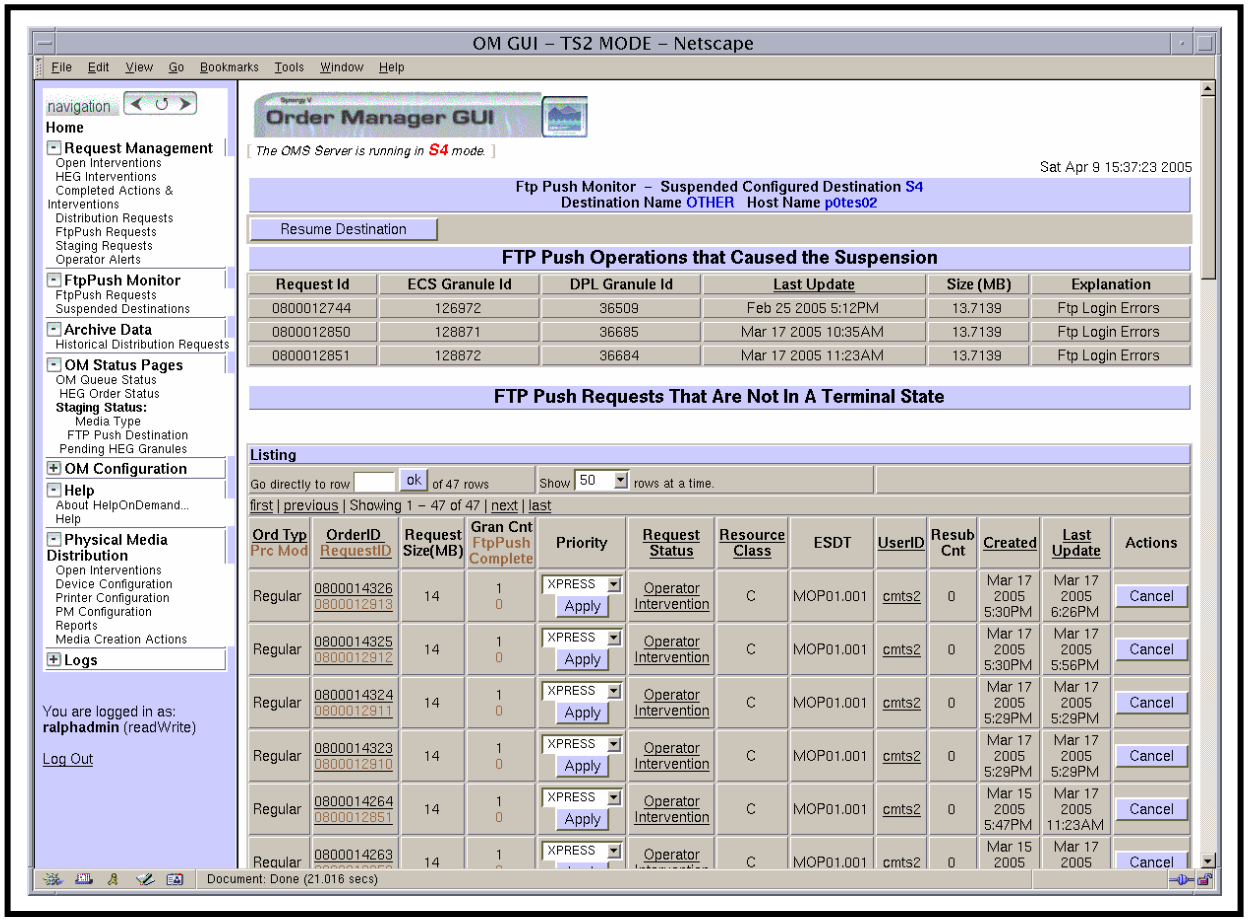

Figure 34. Destination Details Page (Ftp Push Monitor – Suspended Destination Name OTHER)
The **Priority** column in the **Distribution Requests** table of the **Distribution Requests** page (Figure 28), **Staging Distribution Requests** page (Figure 29), the **FtpPush Distribution Requests** page (Figure 30) or the **Destination Details** page (Figure 34) on the **OM GUI** allows the full-capability operator to change the priority of distribution requests that are in a state that allows the priority to be changed. The **Priority** line of the **Distribution Request Details** page (Figure 31 or Figure 32) provides the full-capability operator with an alternative means of changing the priority of the particular distribution request.
- The **Distribution Requests** page (Figure 28), **Staging Distribution Requests** page (Figure 29), the **FtpPush Distribution Requests** page (Figure 30), or the **Destination Details** page (Figure 34) is being displayed on the **OM GUI**.
The **Action** column in the **Distribution Requests** table of the **Distribution Requests** page (Figure 28), **Staging Distribution Requests** page (Figure 29), the **FtpPush Distribution Requests** page (Figure 30), or the **Destination Details** page (Figure 34) on the **OM GUI** provides the full-capability operator with a means of taking the following kinds of actions with respect to distribution requests:
- **Destination Details** page (Figure 34).
- The initial page [i.e., the **Distribution Requests** page (Figure 28), **Staging Distribution Requests** page (Figure 29), the **FtpPush Distribution Requests** page (Figure 30), or the **Destination Details** page (Figure 34)] is displayed.
- The initial page [i.e., the **Distribution Requests** page (Figure 28), **Staging Distribution Requests** page (Figure 29), the **FtpPush Distribution Requests** page (Figure 30), **Distribution Request Details** page (Figure 31 or Figure 32), or the **Destination Details** page (Figure 34)] is displayed.